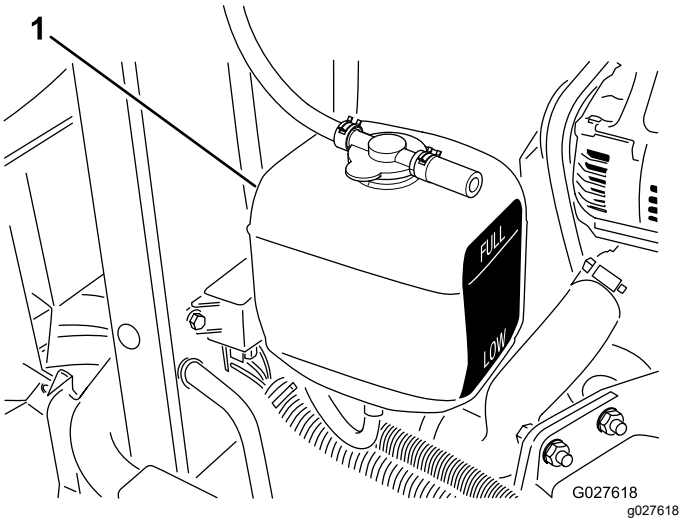

Rysunek 77
3. Należy sprawdzać poziom płynu w zbiorniku wyrównawczym (Rysunek 77).